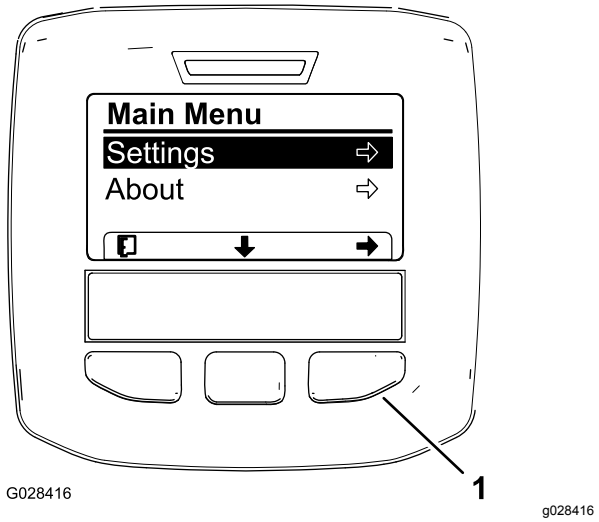

Figur 52
3. Trykk på den midtre valgknappen for å åpne hovedmenyen (Figur 52).
5. Trykk på venstre valgknapp for å lagre valget/valgene, avslutte innstillingsmenyen og gå tilbake til hovedmenyen (Figur 52).
9. Trykk på venstre valgknapp for å avslutte innstillingsmenyen og gå tilbake til hovedmenyen (Figur 52 og Figur 54).